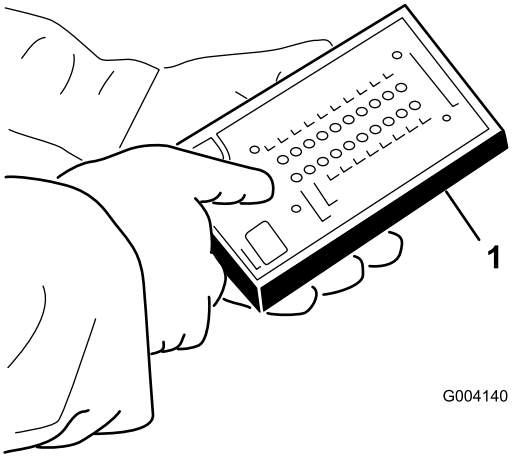

Figur 28
5. Anslut diagnosinstrumentets kontakt till ledningsnätets loopbacksanslutning (Figur 28).